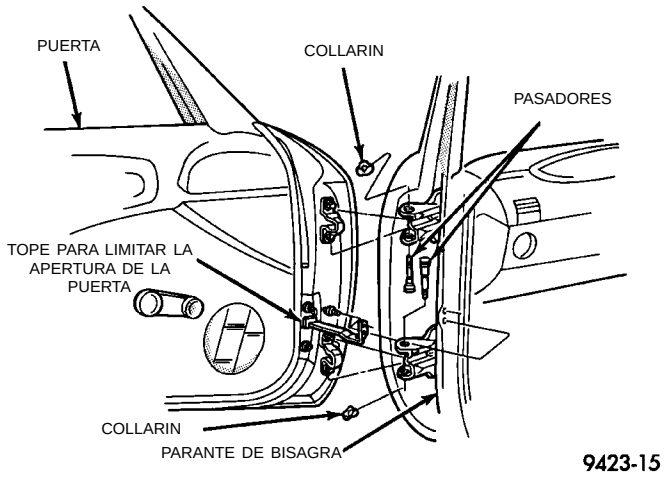

Fig. 35 Puerta
(1) Abra y apoye la puerta sobre un dispositivo de elevación apropiado.
(2) Si fuera necesario, desacople el conector del cable en el parante de bisagra.
(3) Retire los pernos que sujetan la correa para limitar la apertura de la puerta al parante de bisagra.
(4) Retire el collarín que sujeta el pasador de bisagra en la bisagra inferior de la puerta.
(5) Retire el pasador de la bisagra inferior (Fig. 35).
(6) Retire el collarín que sujeta el pasador de bisagra en la bisagra superior.
(7) Retire el pasador de la bisagra superior (Fig. 35).
(8) Separe la puerta del vehículo.